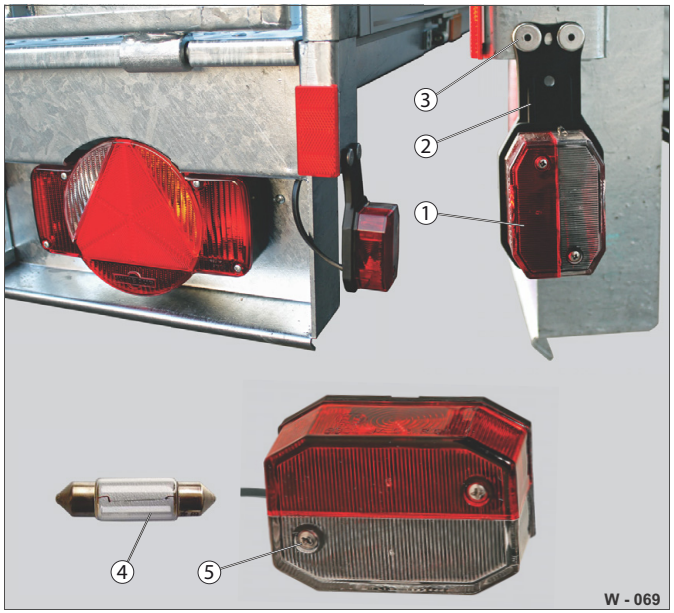

Abb. 71 Doplňkové obrysové světlo / boční světlo na zadní straně
- ▶ Uvolněte šroubový spoj (Abb. 71/5) a sundejte krycí sklíčko (Abb. 71/1).
- ▶ Vyměňte žárovku Soffitte (Abb. 71/4).
- ▶ Upevněte krycí sklo na přídržné destičce (Abb. 71/2) šroubovým spojem – nedotahujte příliš pevně, dávejte pozor na směr.